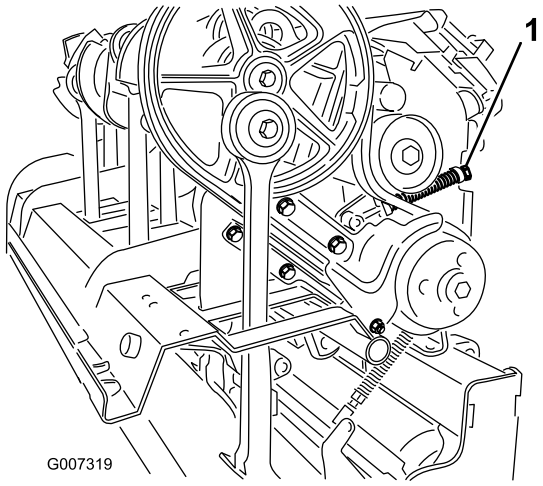

Figur 33
4. For at udløse styrefjederens spænding, skal den låsemøtrik, der fastgør fjederholderen (Figur 33), løsnes, og fjederholderen skal drejes.